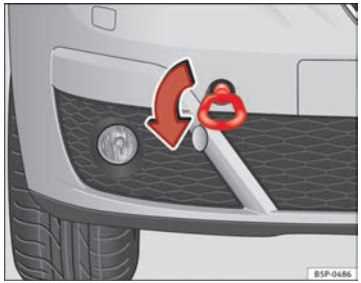
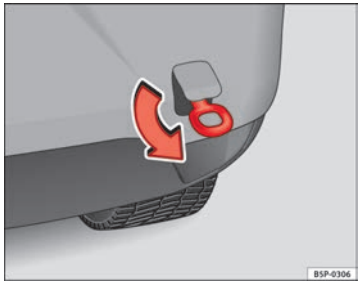

Fig. 206 The front right section of the vehicle: Fitting the front towline anchorage
Fig. 207 Fitting the towline anchorage to the rear of the vehicle
– Screw the towline anchorage as shown by the arrow *anticlockwise* to the limit position in the front ⇒ Fig. 206 or rear ⇒ Fig. 207 threaded hole. ■